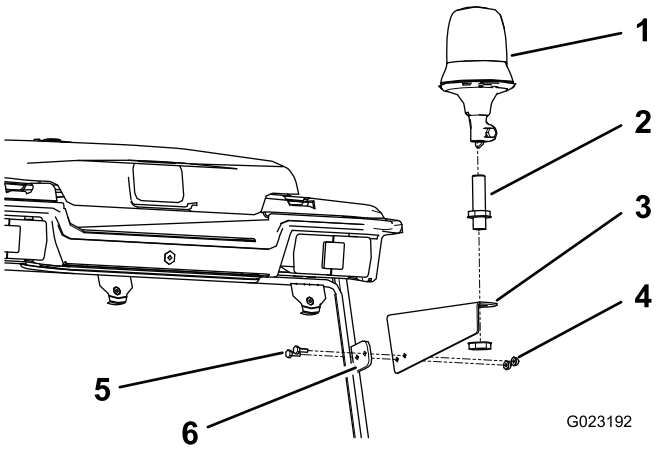

Figur 24
1. Fastgør beslaget til det roterende blinklys til tappen i højre, bageste hjørne af førerhusets ramme med 2 skruer og 2 møtrikker (Figur 24).
2. Monter fatningen til det roterende blinklys på beslaget til det roterende blinklys med den medfølgende kontramøtrik (Figur 24).
3. Sæt det roterende blinklys på fatningen og stram vingemøtrikken (Figur 24).